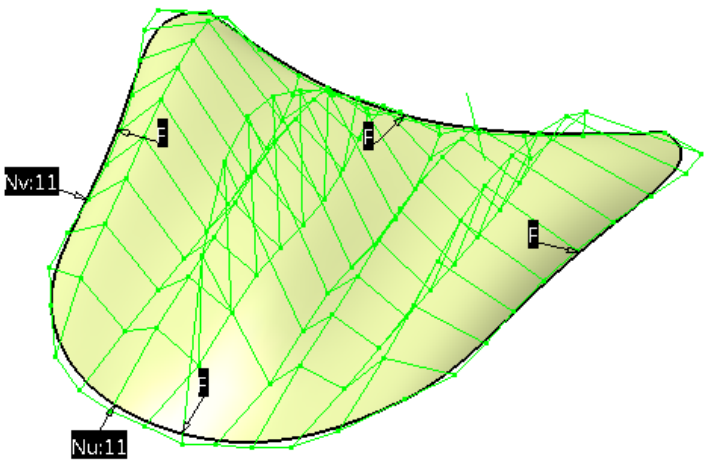

Figure 18-67 *The surface after deformation in vertical direction using the mesh*
5. Using the mesh, deform the surface such that the surface is displayed, as shown in Figure 18-67.